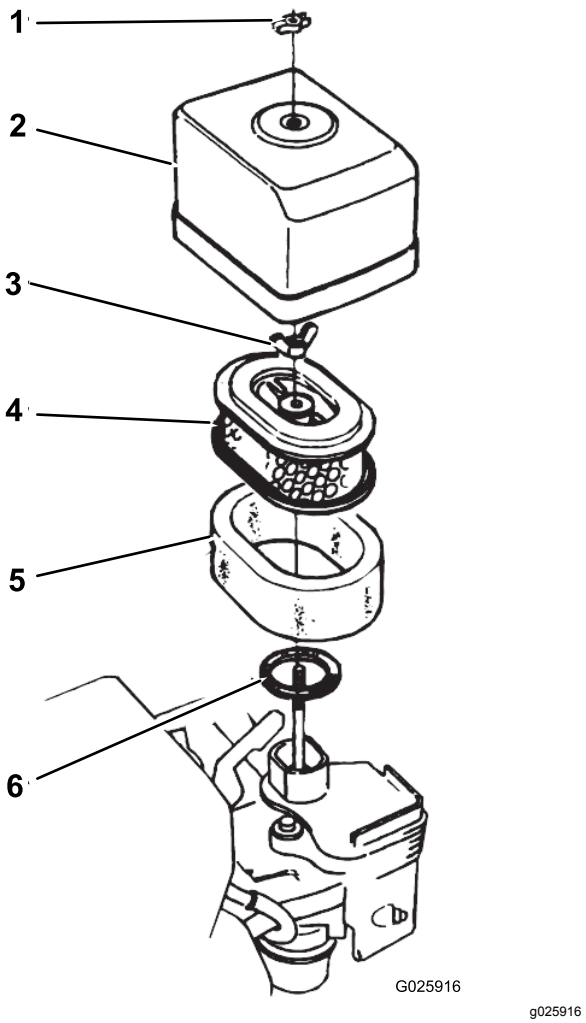

Figure 30
2. Enlevez les écrous à oreilles qui fixent le couvercle du filtre à air et déposez le couvercle (Figure 30).
5. Fixez le couvercle sur le filtre à air avec l'écrou à oreille (Figure 30).
1. Enlevez les écrous à oreilles qui fixent le couvercle du filtre à air et déposez le couvercle (Figure 30).
2. Retirez l'écrou à oreilles de fixation du filtre à air et déposez le filtre (Figure 30).
3. Retirez l'élément en mousse de l'élément en papier (Figure 30).
1. Placez l'élément en mousse sur l'élément en papier (Figure 30).
2. Vérifiez l'état et l'usure du joint (Figure 30).
3. Placez le joint correctement sur l'entrée d'air du carburateur (Figure 30).
4. Fixez le filtre en air munis des éléments filtrants sur le carburateur avec l'écrou à oreille (Figure 30).
5. Fixez le couvercle du filtre à air sur le carburateur avec l'autre écrou à oreilles (Figure 30).